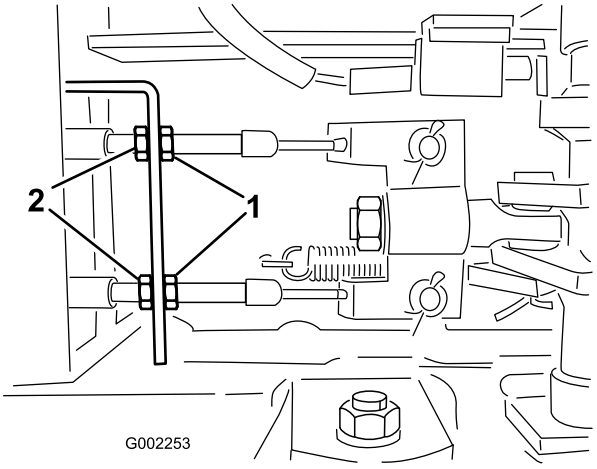

Bild 56
5. Lösen Sie die vorderen Muttern an den Bremskabeln unter der Vorderseite des Sprühfahrzeugs (Bild 56).
6. Ziehen Sie die hinteren Muttern gleichmäßig an, bis das Spiel des Bremspedals 1 bis 2 cm beträgt, bevor Sie einen Widerstand spüren (Bild 56).